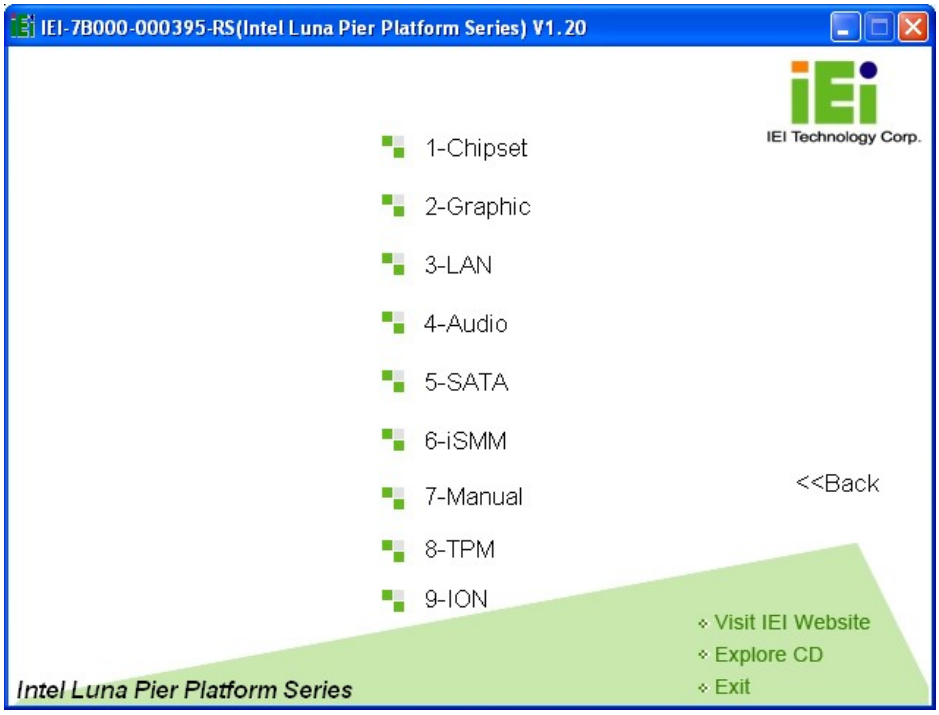

**Figure 6-2: Drivers**
**Step 4:** The list of drivers in **Figure 6-2** appears.